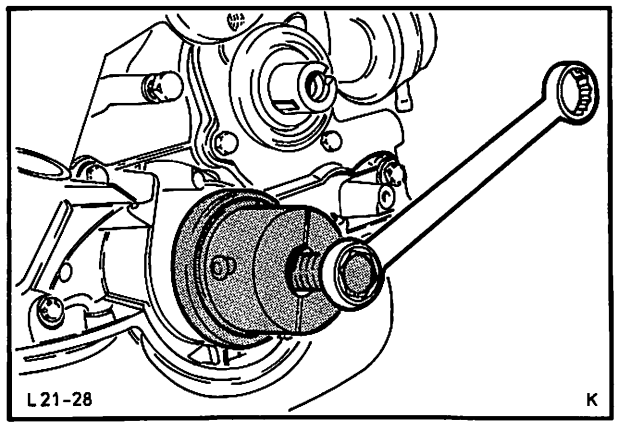

Abb. 37 Zahnriemenrad – Kurbelwelle mit Spezialwerkzeug 21-028 abziehen
10. Zahnriemenräder – Nebenwelle und Kurbelwelle abziehen. Bei fest sitzendem Zahnriemenrad-Kurbelwelle Spezialwerkzeug 21-028 verwenden, Abb. 37.